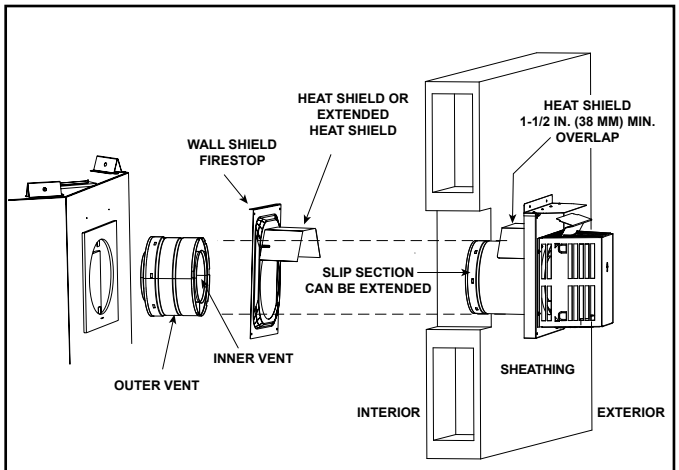

Figure 7.15 Venting Through the Wall
- ***DO NOT*** *remove the heat shields attached to the wall shield firestop and the horizontal termination cap (shown in Figure 7.15).*
There are two sections of the heat shield. One section is factory-attached to the wall shield firestop. The other section is factory-attached to the cap. See Figure 7.15.